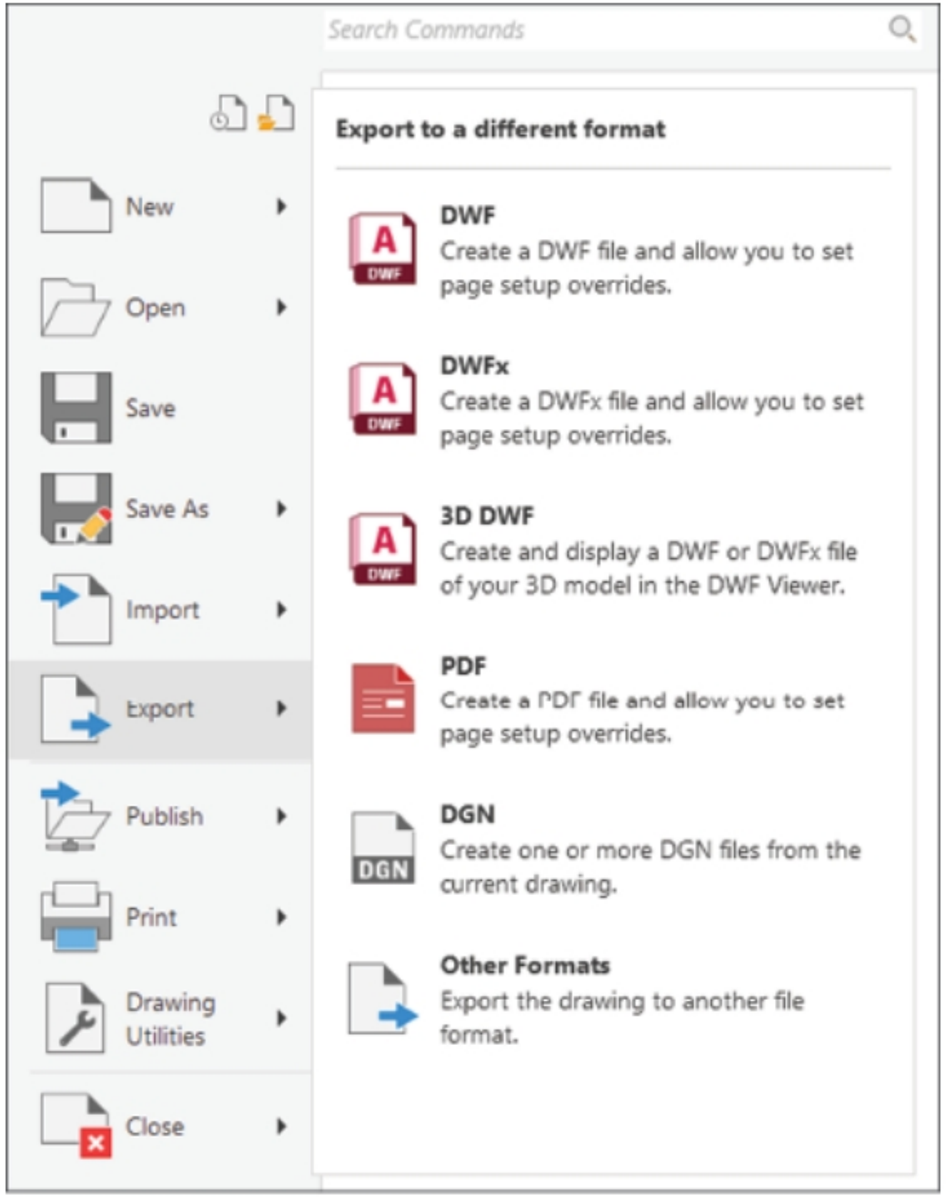

Figure-47. Export options
- Hold the cursor on the **Export** option in the **Application Menu**. The options related to exporting file are displayed; refer to Figure-47.